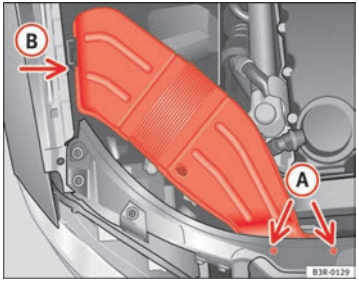

Fig. 204 Air duct on right side of vehicle ▶
– Unscrew bolts (A) ⇒ page 265, fig. 204.
– Detach air duct from guide (B) and take it out. ■